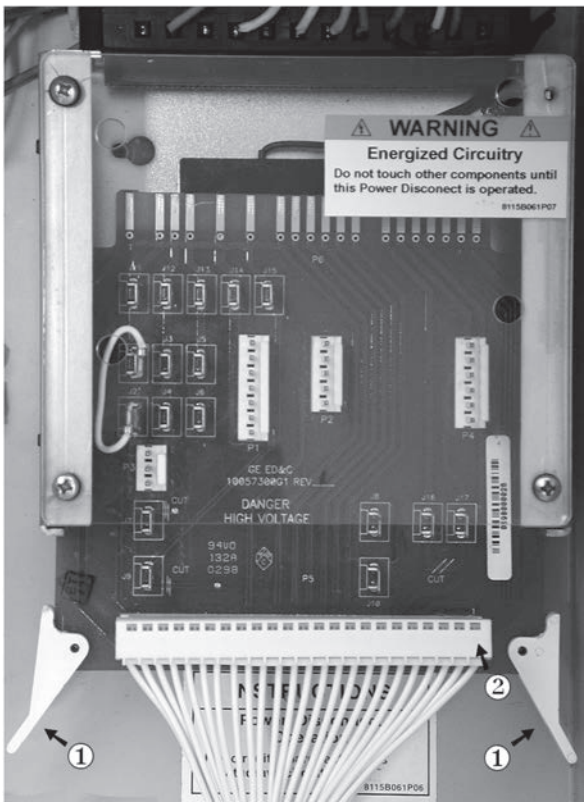

Figure 5-16 Power Disconnect Circuit Board
3. Remove the power disconnect circuit board from the holder by pressing the ejection ears on the circuit board (Item #1, Figure 5-16).
4. Disconnect the 24-pin connector from the power disconnect circuit board (Item #2, Figure 5-16).
3. Connect the 24-pin connector to the power disconnect circuit board (Item #2, Figure 5-16).
5. Connect the power disconnect circuit board to the holder (Item #1, Figure 5-16).